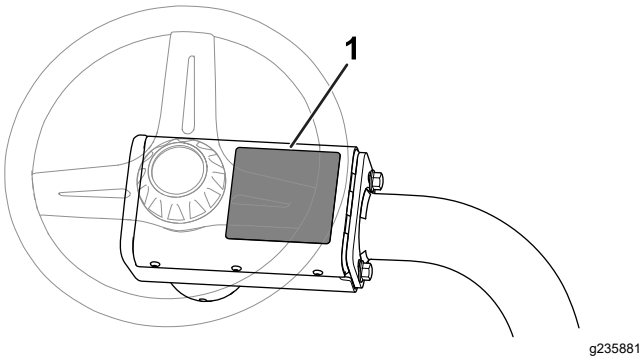

Figur 17
- **CE-varningsdekal**: fäst CE-varningsdekalen (artikelnummer 139-8321) ovanpå den befintliga varningsdekalen (artikelnummer 139-8320) på rattskyddet. Se Figur 17.